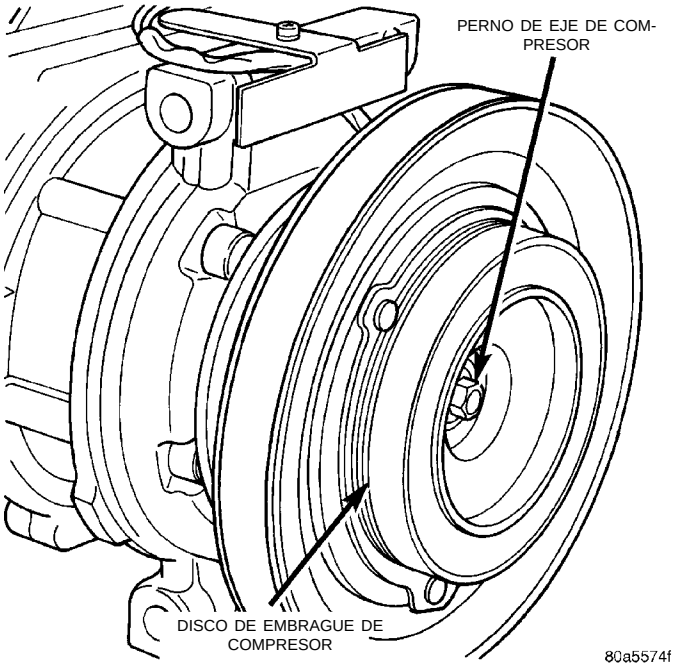

Fig. 23 Perno de eje y disco de embrague de compresor
(1) Retire el perno del eje del compresor (Fig. 23). Puede colocarse una herramienta de desmontaje de filtro de aceite del tipo de banda alrededor del disco del embrague para poder retirar los pernos con mayor facilidad.